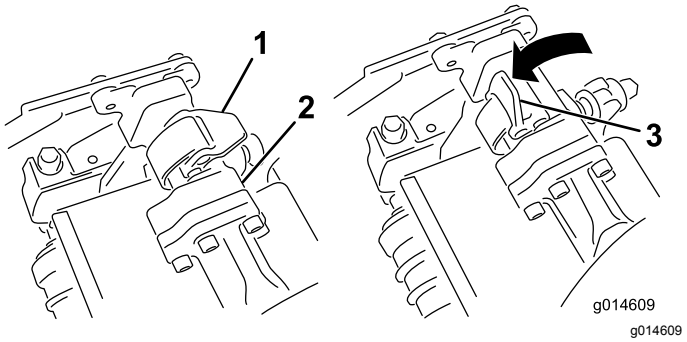
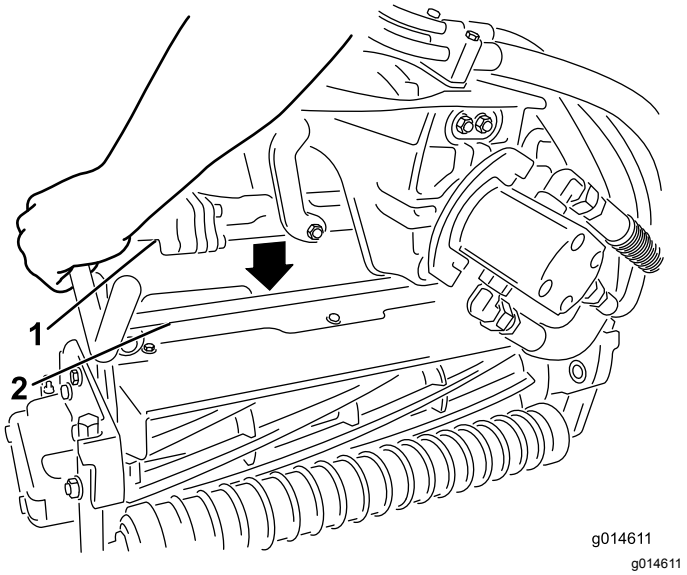

**Figur 12**
**Figur 13**
9. Åpne låsene på hjulopphengsarmbøylen slik at de peker opp (dvs. at de er åpne) (Figur 12), og trykk hjulopphengsarmen ned så bøylen ligger over klippeenheten (Figur 13).
10. Skyv låsene ned og rundt klippeenhetsbøylen og lås dem slik at de sitter på plass (Figur 12).